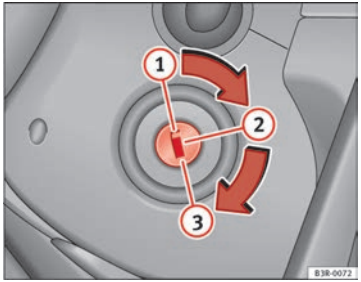

Fig. 90 Ignition key positions
– Turn the ignition key to position (1) ⇒ Fig. 90.
– Remove the key from the ignition in position (1) ⇒ Fig. 90 ⇒ ⚠.